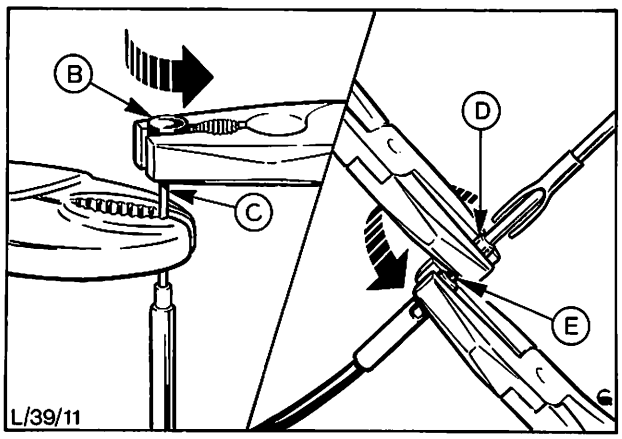

Abb. 16 Stabkopf abschrauben und Plastikkabel vom Stab lösen
5. Den festen Stab der Antenne und den an der Spitze angeschraubten Kopf mit Zangen fassen und den Kopf abschrauben, Abb. 16.
7. Mit Zangen die Schraubverbindung zwischen festem Stab und Plastikkabel lösen, Abb. 16, und Stab entfernen.